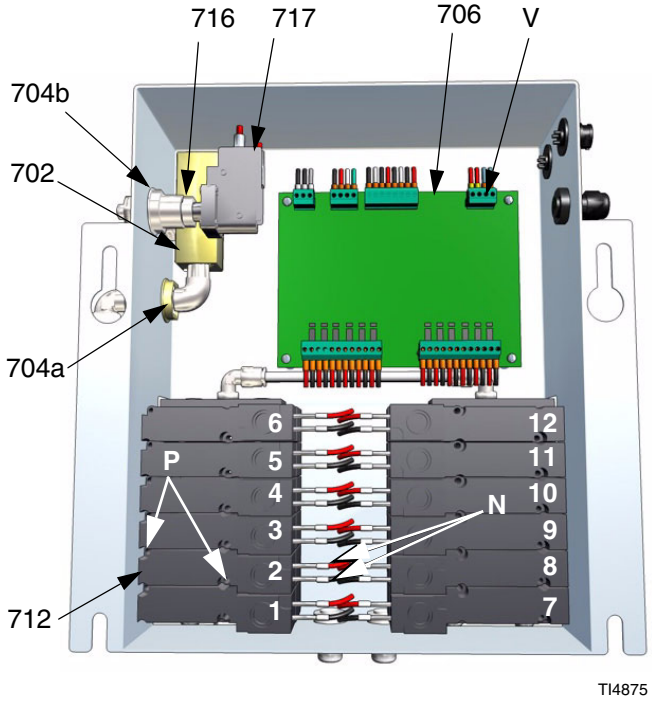

FIG. 17
2. **Interruptor de flujo de aire (702):** Desconecte los cables del conector (V). FIG. 17.
Interruptor de presión (717): Desconecte los cables del interruptor, anotando sus puntos de conexión. FIG. 17.
3. **Interruptor de flujo de aire (702):** Desenrosque la tuerca del racor (704a), y retire el conjunto del recinto. Retire los racores del interruptor de flujo de aire (702).
2. Desconecte los 2 cables solenoides (N) de la tarjeta de circuito impreso de control (706). FIG. 17.
3. Desenrosque 2 tornillos (P) y saque el solenoide (712).